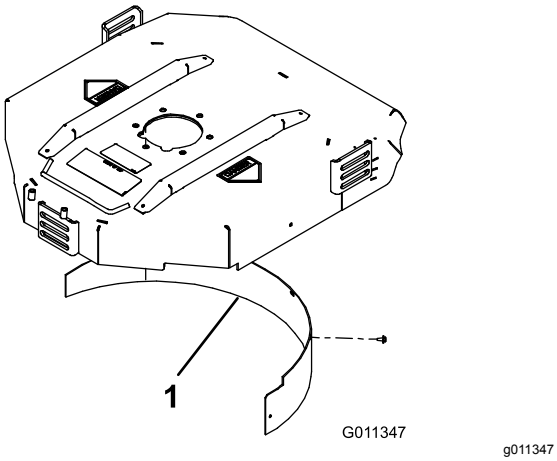

Figur 7
2. Monter kværnafskærmningen i den bageste åbning, og fastgør den med 5 flangebolte (Figur 7).